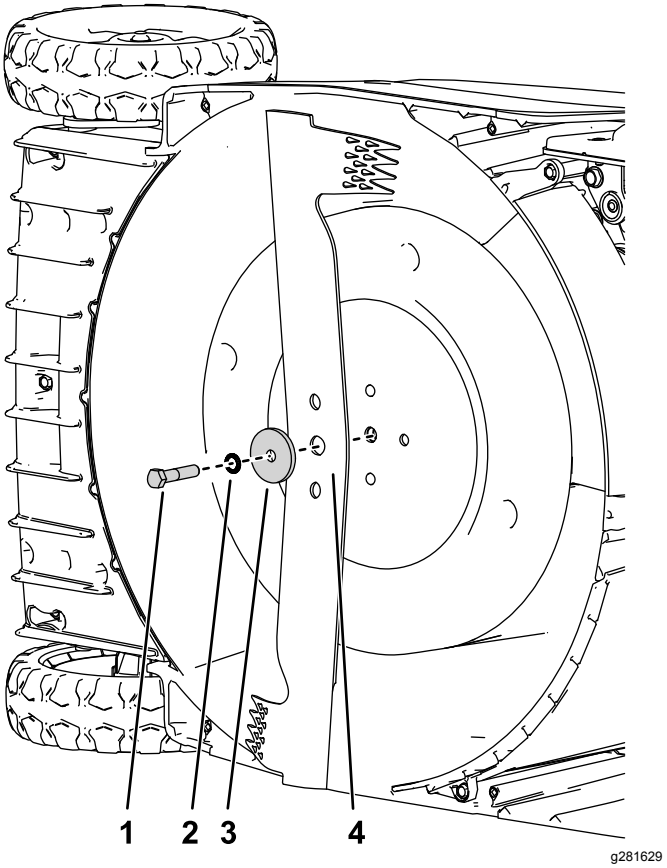

Figur 25
5. Monter den nye kniven og alle monteringsdeler (Figur 25).